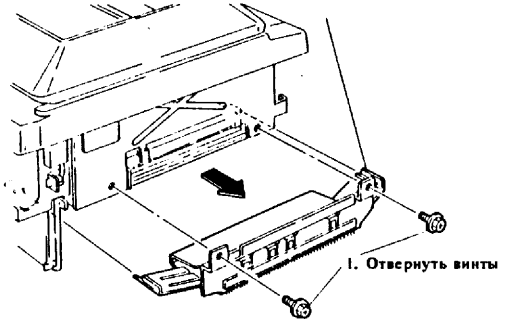

Рис.1 Снятие узла прижимного валика
7. Снять узел прижимного валика (рис.1).